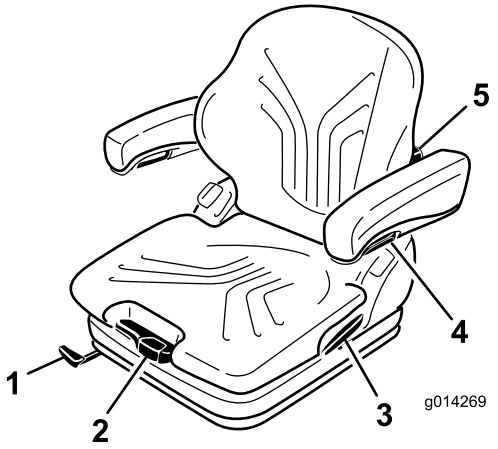

**Figur 31**
Sædet indstilles efter førerens vægt ved at trække eller trykke på håndtaget til vægtindstilling (Figur 31).
1. Sædet kan justeres ved at hæve håndtaget og udløse sædet (Figur 31).
Når justeringsknappen drejes opad, indstilles rundingen øverst på ryglænshynden. Når justeringsknappen drejes nedad, indstilles rundingen nederst på ryglænshynden (Figur 31).
Armlænshøjden indstilles ved at afmontere den runde hætte (Figur 31) fra betrækket, løsne sekskantmøtrikken (13 mm) og indstille armlænene som ønsket, hvorefter møtrikken spændes igen. Sæt hætten på møtrikken igen.
Drej justeringsknappen for at indstille armlænenes vinkel (Figur 31).
Træk låsegrebet op for at udløse ryglænslåsen (Figur 31). Ved udløsning af ryglænslåsen må der ikke presses mod ryglænet.